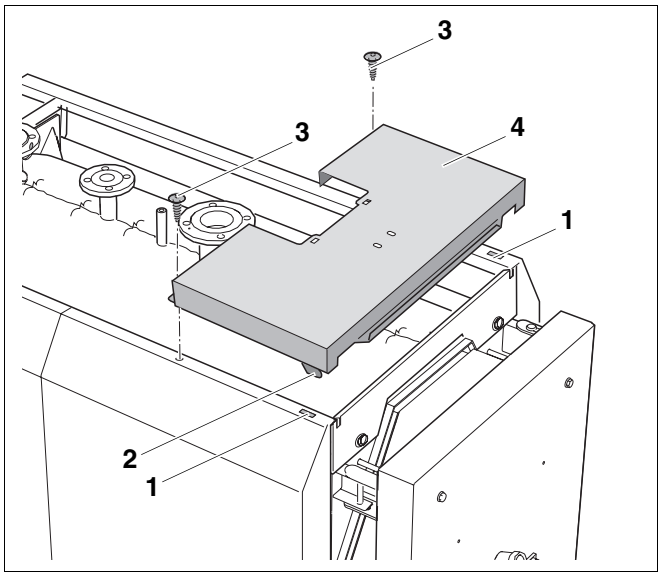

Рис. 26 Установка передней крышки котла
- Установить переднюю крышку котла с крюками (рис. 26, **поз. 2**) в вырезы передних боковых стенок (рис. 26, **поз. 1**) и сдвинуть назад.
- Закрепить переднюю крышку котла (рис. 26, **поз. 4**) двумя винтами (рис. 26, **поз. 3**) через передние боковые стенки с боковыми траверсами.